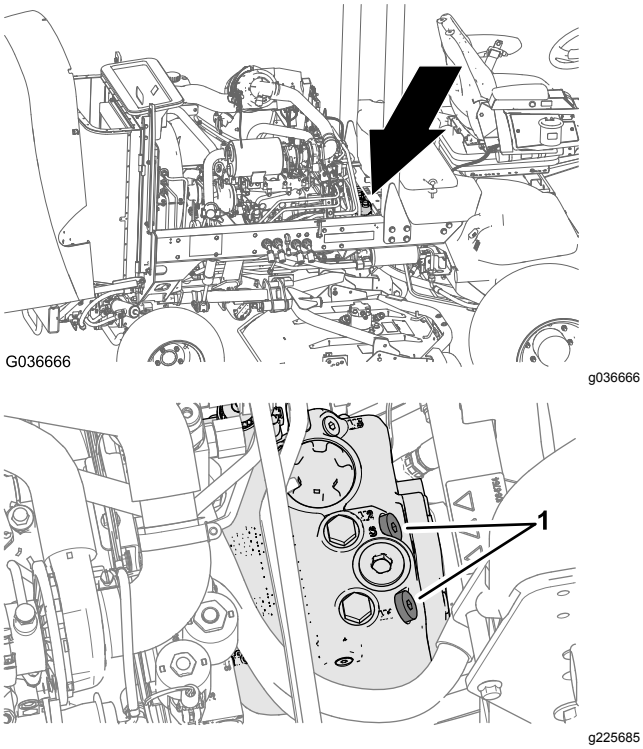

Figuur 67
1. Open de motorkap en zoek de omloopkleppen (Figuur 67) bovenaan de pomp, achter de accu en de opslagcompartimenten.